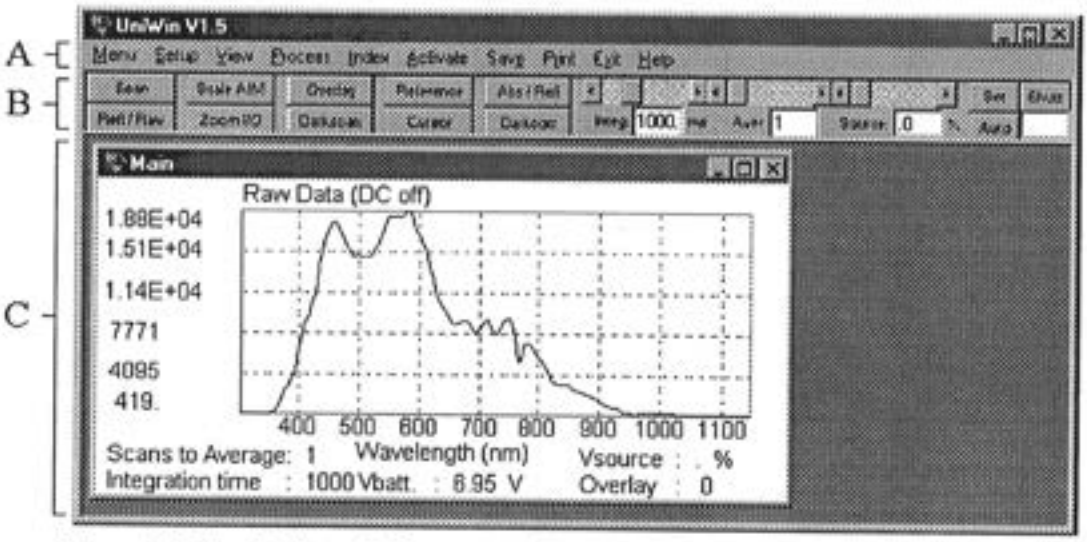

Figure 21. The UniSpec Software Interface, featuring Drop-Down Menus (A), Instrument Toolbar (B) and Data Presentation Area (C).
1. Drop-Down Menus (A, Figure 21)
2. Instrument Toolbar (B, Figure 21)
3. Data Presentation Area (C, Figure 21)